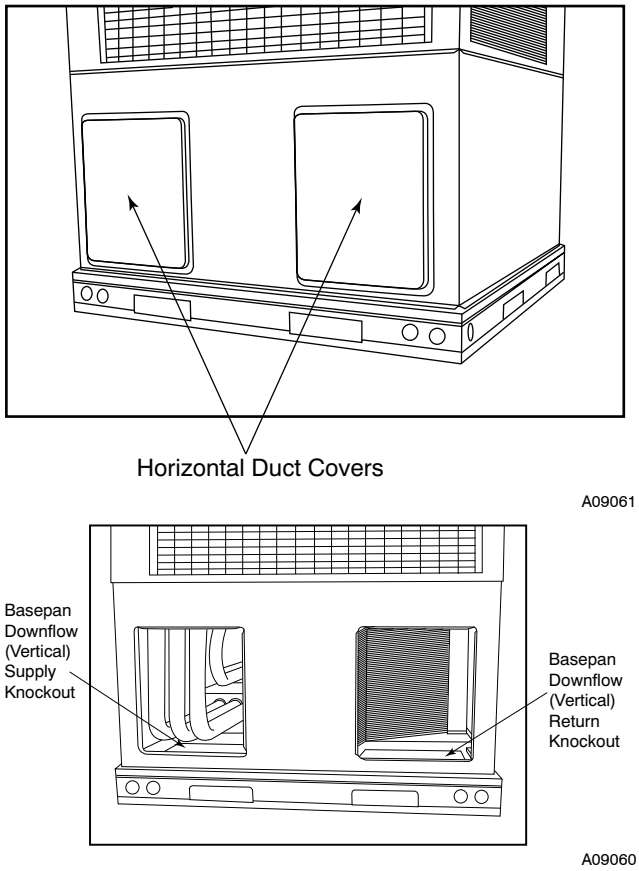

Fig. 9 - Supply and Return Duct Opening
The flue assembly is secured and shipped in the return air duct. Remove duct cover to locate the assembly (See Fig. 9).
2. Remove flue hood from shipping location (inside the return section of the blower compartment-see Fig. 9). Remove the return duct cover to locate the flue hood. Place flue hood assembly over flue panel. Orient screw holes in flue hood with holes in the flue panel.
NOTE: These panels are held in place with tabs similar to an electrical knockout. Reinstall horizontal duct covers (Fig. 9) shipped on unit from factory. Insure openings are air and watertight.